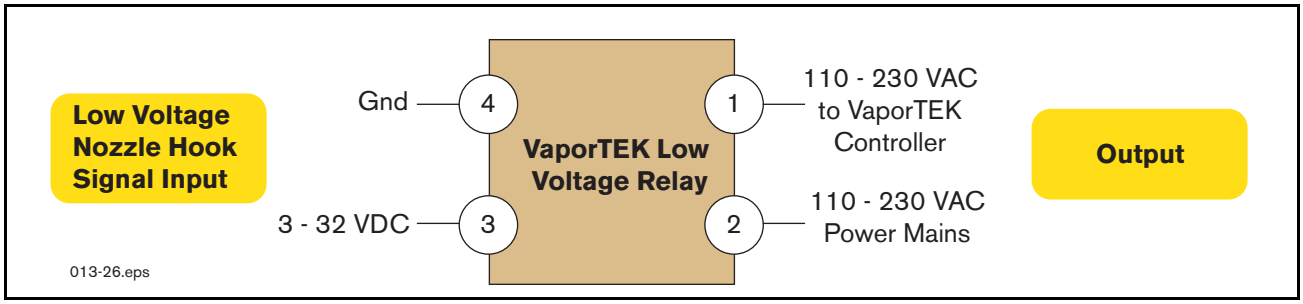

Figure 20. VaporTEK Low Voltage Relay Diagram
c. A high voltage source (110-230VAC) is connected to M1 on the VaporTEK-3 Controller board through all the relay circuits on Side A (See Figure 20) for low voltage relay wiring diagrams).